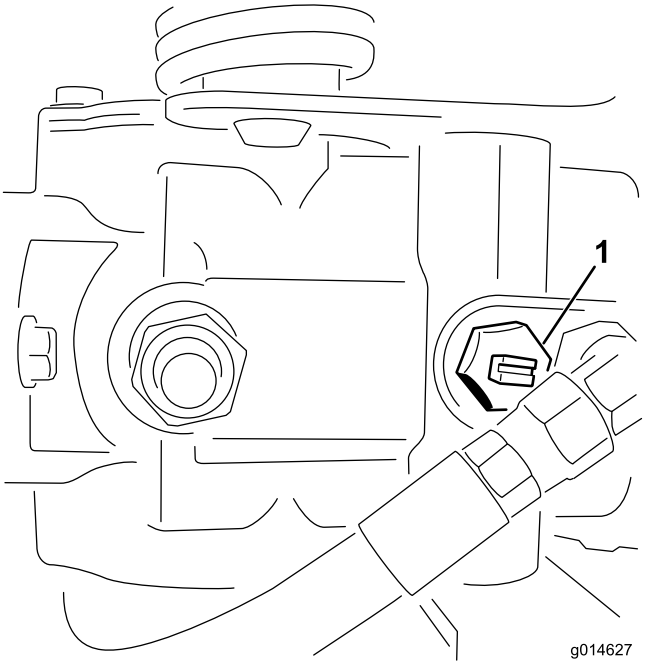

Figur 44
1. Lokalisera överströmningsventilen på pumpen och vrid den så att skåran är lodrät (Figur 44).
2. Stäng överströmningsventilen genom att vrida den så att skåran är vågrät (Figur 44) innan du startar motorn. Starta inte motorn när ventilen är öppen.